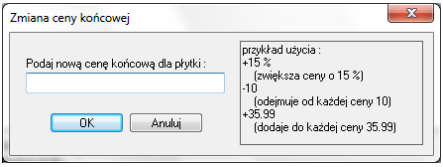

Rys. 10 – zmiana ceny końcowej wybranej płytki
- **„Zmień cenę (F3)”** – pozwala zmienić cenę dla dowolnej płytki w bazie użytkownika lub producenta. Jeśli użytkownik nie zaznaczy konkretnej płytki, ceny zostaną zmienione dla wszystkich płytek w aktualnie zaznaczonej kolekcji; natomiast przy wskazaniu jednej płytki, tylko jej cena ulegnie modyfikacji (Rys. 10).